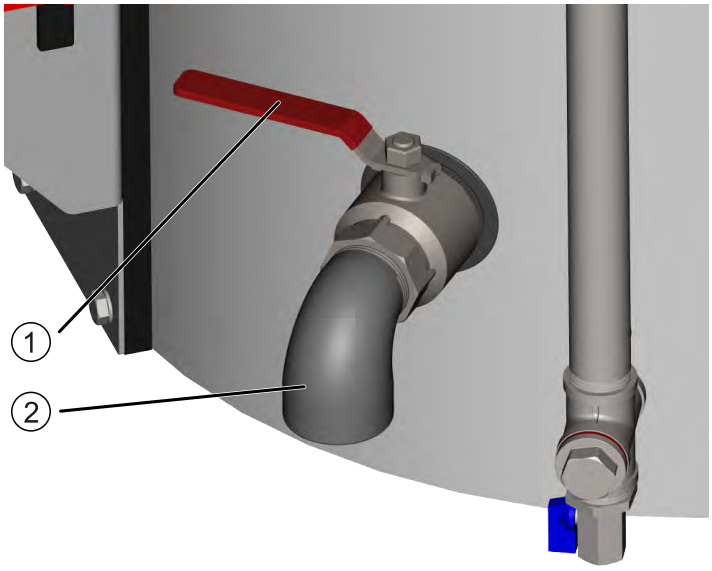

Imagen 22: Válvula de salida con palanca
2. Coloque un recipiente adecuado debajo ② de la válvula de salida (véase en Imagen 22: Válvula de salida con palanca).
3. Abra la válvula de salida girando la palanca de la válvula ① en sentido contrario al de las agujas del reloj (véase en Imagen 22: Válvula de salida con palanca).
5. Cierre la válvula de salida girando la palanca de la válvula ① en el sentido de las agujas del reloj hasta llegar a la posición inicial.